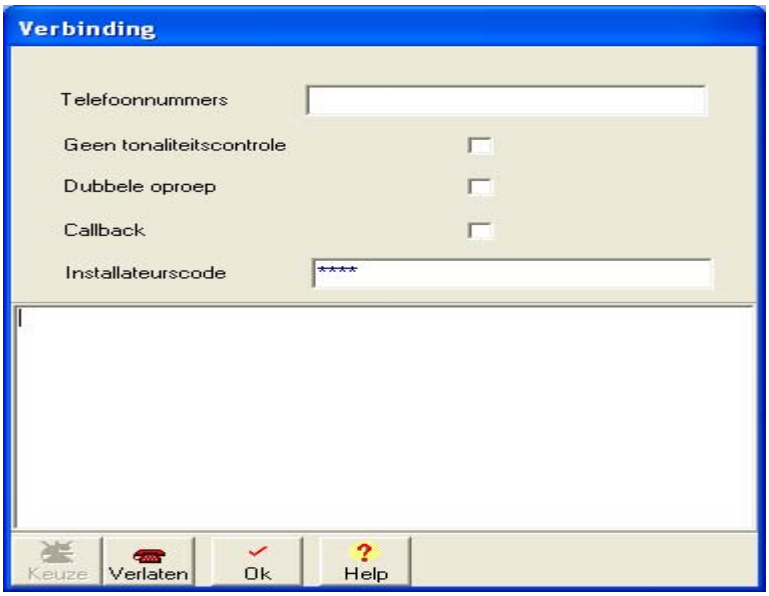

Fig.3.21 Modem verbinding
3. Ga naar **Modem ⇒ Verbinding** om het venster "verbinding" te openen (zie fig 3.21).